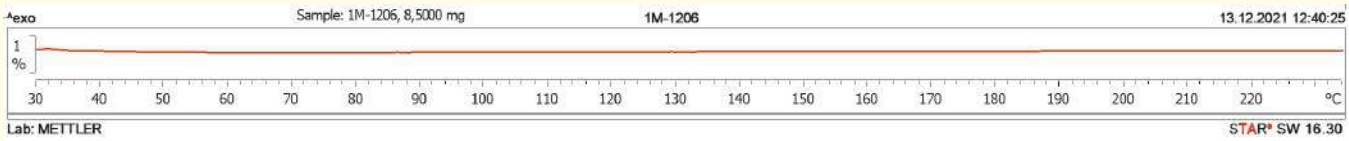

Rysunek 1
*Jak widać z załączonego termogramu rezystora SMD (****rysunek 1****), w badanym przedziale temperatur masa elementu nie zmieniała się. Podobnie zachowywał się element do montażu przewlekanego. Choć warunki testu odbiegały od typowego profilu lutowania (z szybszym wzrostem temperatury, krótszym czasem jej działania i brakiem atmosfery ochronnej), to można wnioskować, że z rezystora podczas tego procesu nie uwalniają się lotne substancje, a rezystancja przylutowanego elementu nie wykracza poza deklarowaną wartość tolerancji. Wnioski te dotyczą jedynie badanych egzemplarzy i nie mogą być rozszerzane na rezystory o innej mocy, innej tolerancji i wykonane w innej technologii. Dziękuję Pani Beacie Sacher-Majewskiej za wykonanie termogramów. Pozdrawiam.*